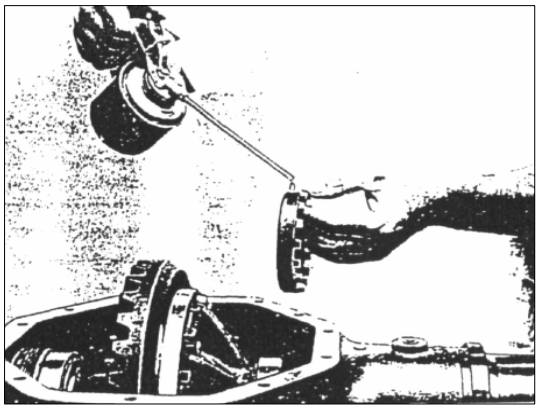

РИС. 351
4) Прочистите и смажьте маслом резьбу на регулировочных кольцевых гайках крепления подшипников дифференциала. Установите их на внешние кольца подшипников (см. рис. 351).